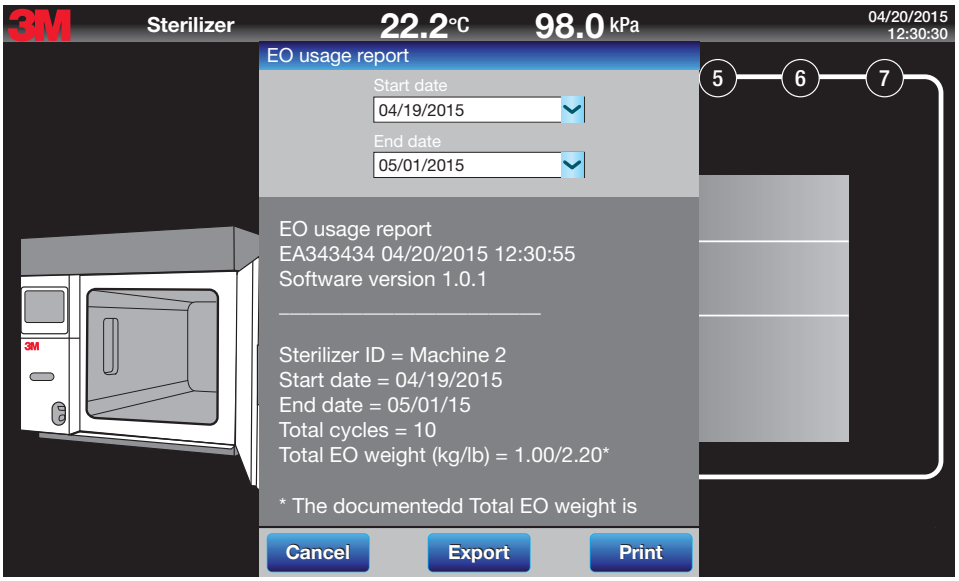

Figure 13.
Generate a report for ethylene oxide (EO) usage from the **Menu>Reports>EO Usage Report** screen. Generate an EO Usage Report for specific dates as illustrated in Figure 13.